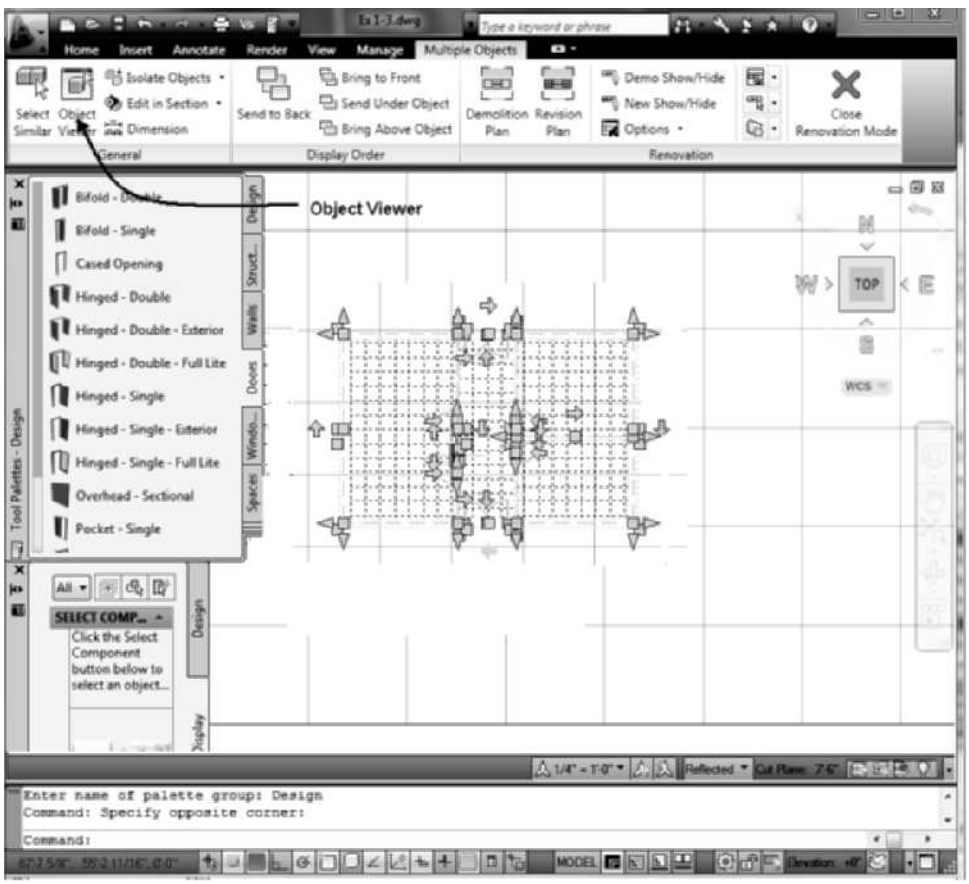

FIGURE 1.61 *Building selected for view*
30. To view the building in the Object Viewer, select the entire building using a window selection set from **p1** to **p2** as shown in Figure 1.61 and choose **Object Viewer** from the ribbon **Multiple Objects** > **General** panel.